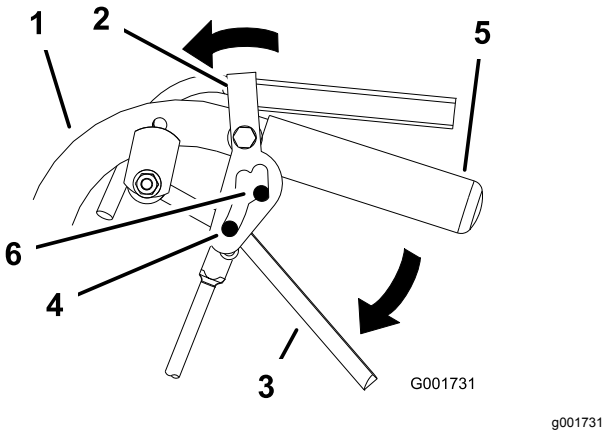

**Figur 11**
2. Placera tummarna på överdelen av låsen och för dem framåt tills sprintarna är i framåtläge (Figur 11).